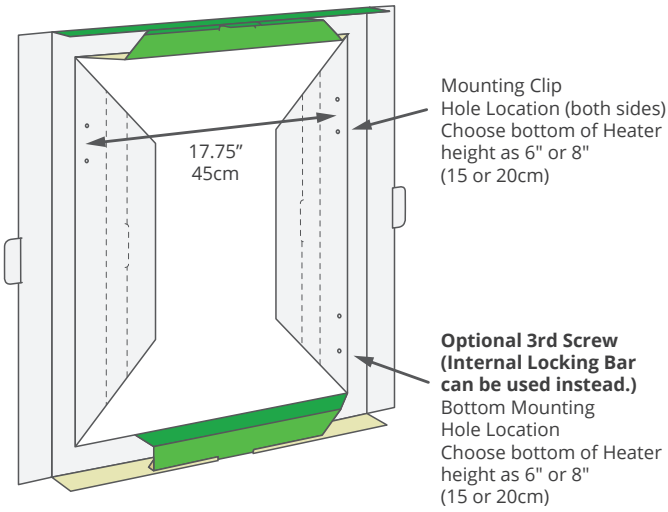

Fig. 1
1. Unwrap and flatten the sides of the packaging insert frame (mounting template) and stand the template on the floor. The sides of the template have pre-punched holes to mark the heater mounting height for either 6" or 8" (15 or 20cm) from the bottom of the heater to the floor. Choose either mounting height, and mark three hole locations on the wall. (see Fig. 1). The top two hole locations are for the mounting clips and the bottom location is for a third mounting screw hidden inside the bottom access door as described in step 5 below. NOTE: Most installers use the internal locking bar screw ONLY instead of the bottom mounting hole.